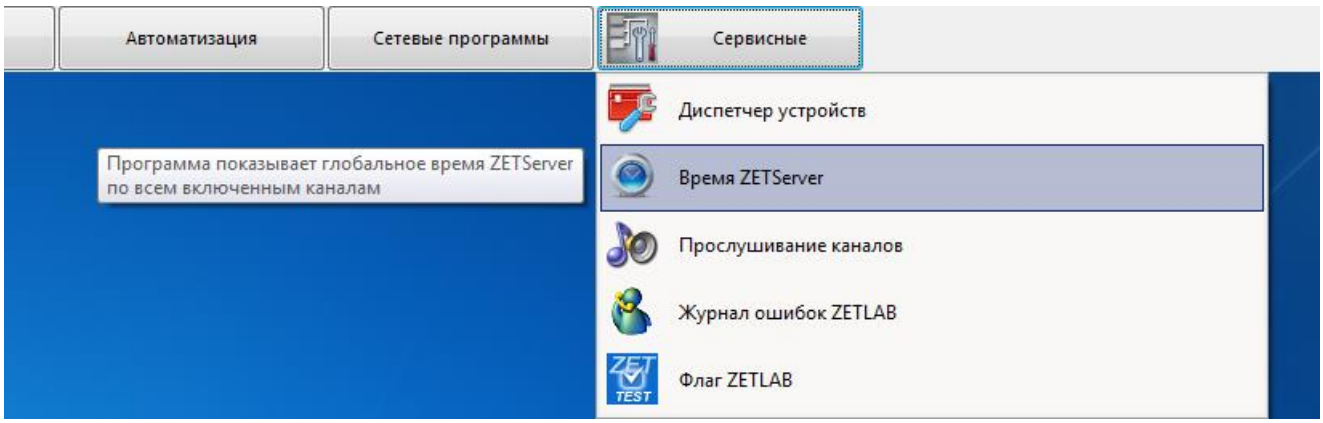
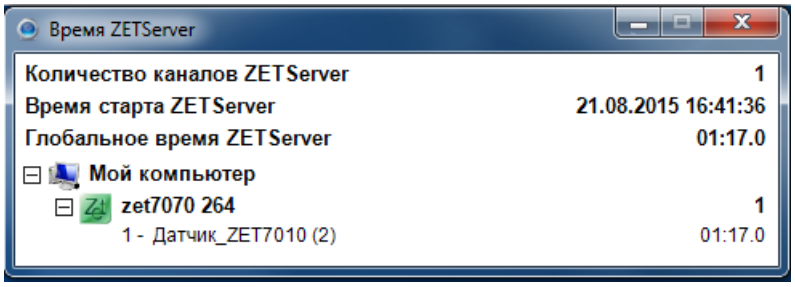

Рисунок 24
Рисунок 25
7. Для проверки работы каналов запустите программу «Время ZETSERVER», которая располагается в меню «Сервисные» панели ZETLAB (Рисунок 24) и убедитесь в равномерном изменении счетчиков времени для каждого из каналов цифровых датчиков в окне программы «Время ZETSERVER» (Рисунок 25).